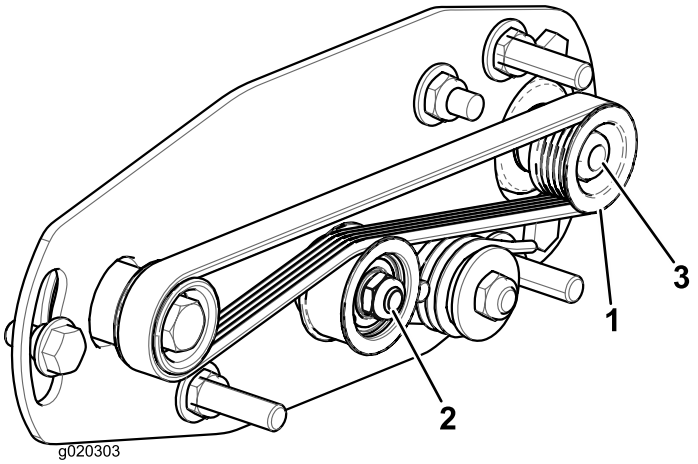
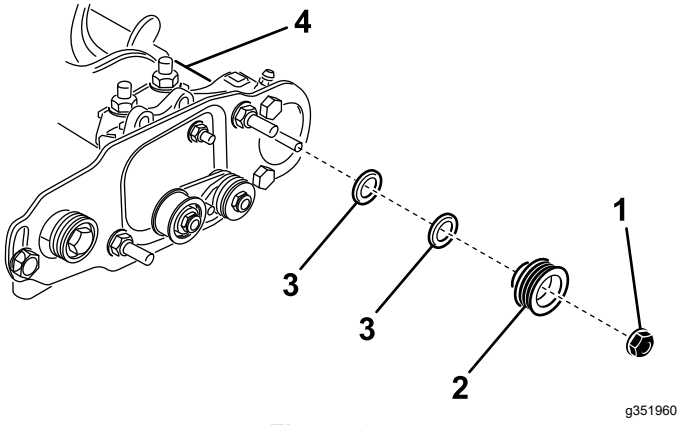

Figura 24
Figura 25
Nota: La puleggia condotta (all'albero della spazzola per rullo) può spostarsi in dentro o in fuori (Figura 24).
2. Mentre fate ruotare il cilindro, che farà ruotare a sua volta la puleggia motrice, fate leva sulla cinghia per staccarla dalla puleggia motrice (Figura 24)
3. Togliete il dado di bloccaggio che fissa la puleggia condotta all'albero della spazzola (Figura 24 o Figura 25).
4. Rimuovete la puleggia condotta dall'albero (Figura 25).
5. Se occorre spostare in fuori la puleggia, aggiungete una rondella dello spessore di 0,8 mm (Figura 25).